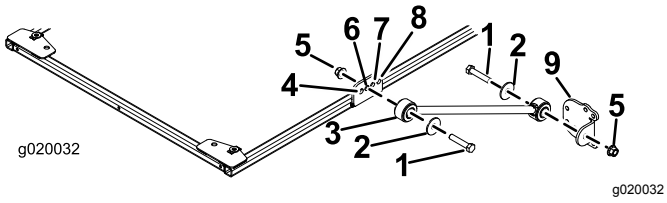

Bild 31
2. Befestigen Sie an jeder Seite des Sonnendachrahmens eine Strebe mit einer Schraube (½" x 2½"), einer Scheibe (½") und einer Bundmutter (½") lose im zweiten Loch der Strebenhalterung, wie in Bild 31 abgebildet.
3. Befestigen Sie eine Strebenhalterung mit einer Schraube (½" x 2½"), einer Scheibe (½") und einer Bundmutter (½") an jeder Strebe, wie in Bild 31 abgebildet.